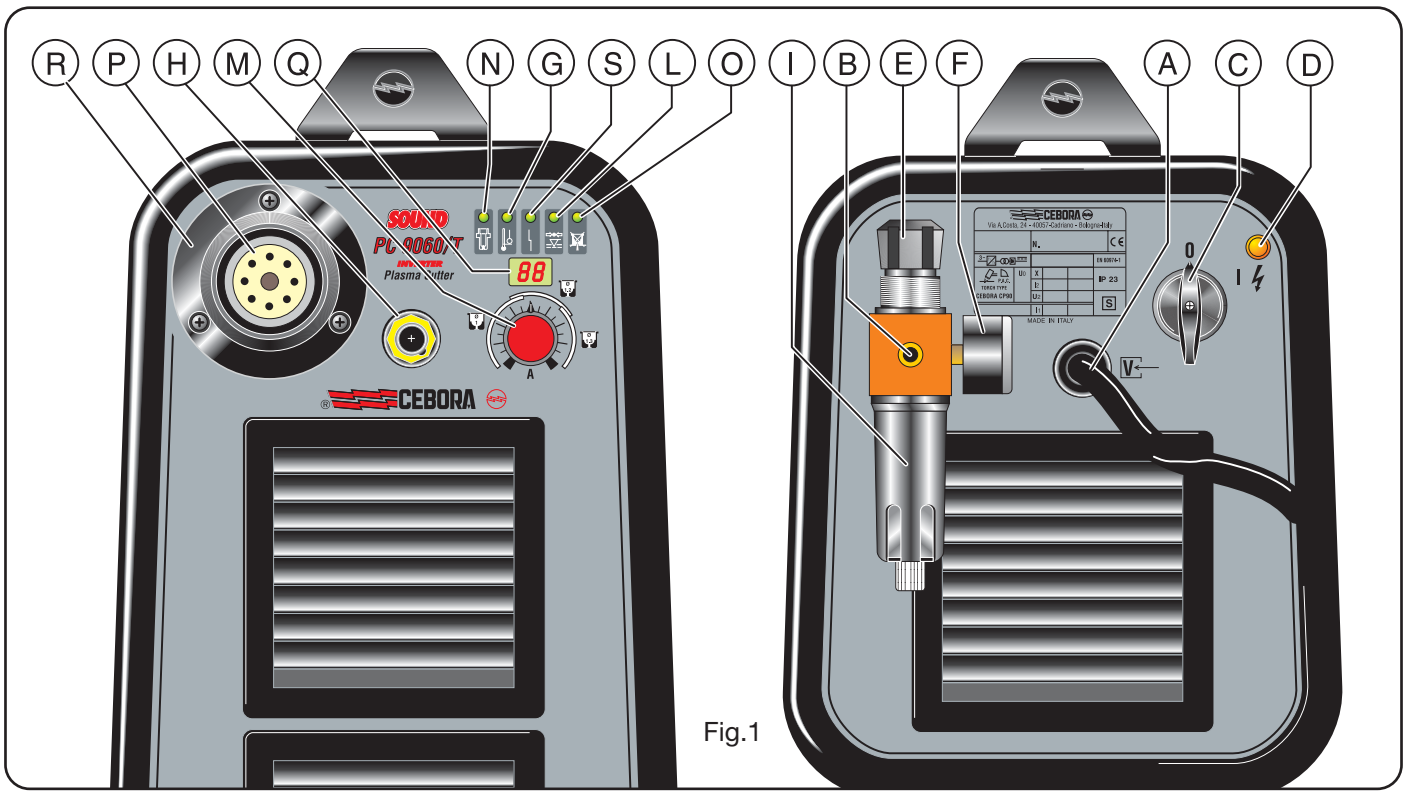

Fig.1
2.1 MONTAJE ANTORCHA (Fig. 1)
1) Con el fin de evitar sobrecargas durante el encendido del arco piloto y durante el corte. Està evidenciado por el encendido continuo del Led **G** (vease fig. 1).
2) Con el fin de evitar el funcionamiento en temperatura ambiente inferior a los -20°C. Està evidenciada por el encendido intermitente del Led **G** (vease fig. 1).
Colocado en la alimentación de la antorcha para evitar que la presión del aire sea insuficiente viene evidenciado por el encendido del led **L** (ver fig.1).
2) Pone el aparato en bloqueo, cuando el electrodo alcanza un tal estado de desgaste que debe ser sustituido. Esta segunda función viene evidenciada por el encendido del led **N** (fig.1). Si interviene este dispositivo de seguridad, apagar el aparato antes de sustituir el electrodo y la tobera. Solo en Art. 356.